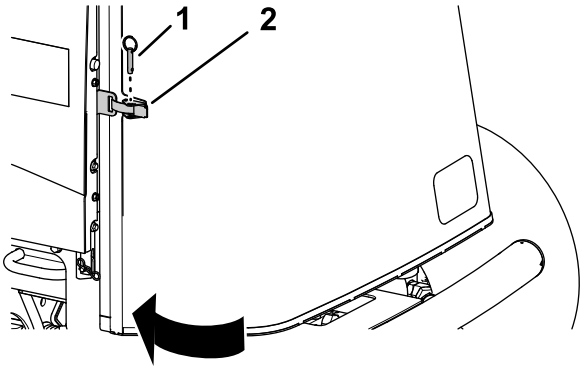

Figura 96
1. Închidei i blocai ecranul (Figura 96).